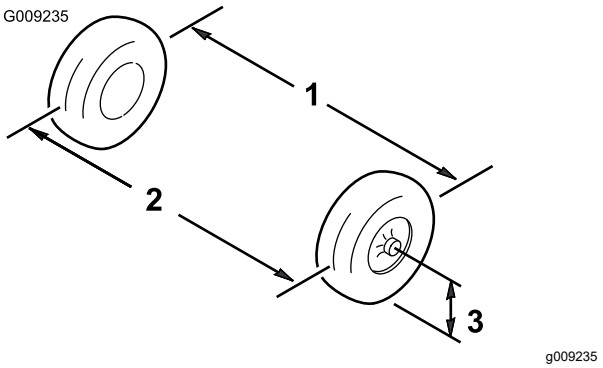

Figur 48
1. Mål avstanden mellom begge forhjulene ved akselhøyde, både foran og bak på forhjulene (Figur 48).